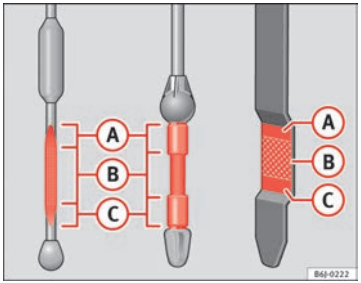

Fig. 127 Varilla de medición del nivel de aceite
– A continuación, vuelva a extraerla y compruebe el nivel de aceite ⇒fig. 127. En caso necesario, reponga aceite del motor.